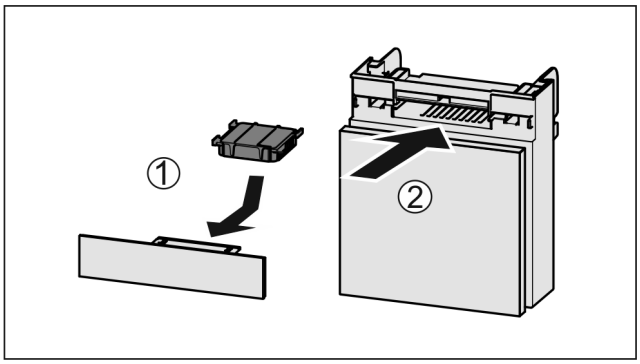

Fig. 44
▶ Insérer le filtre à charbon actif d'après le schéma *Fig. 44 (1)*.
▶ Insérer le compartiment *Fig. 44 (2)*.